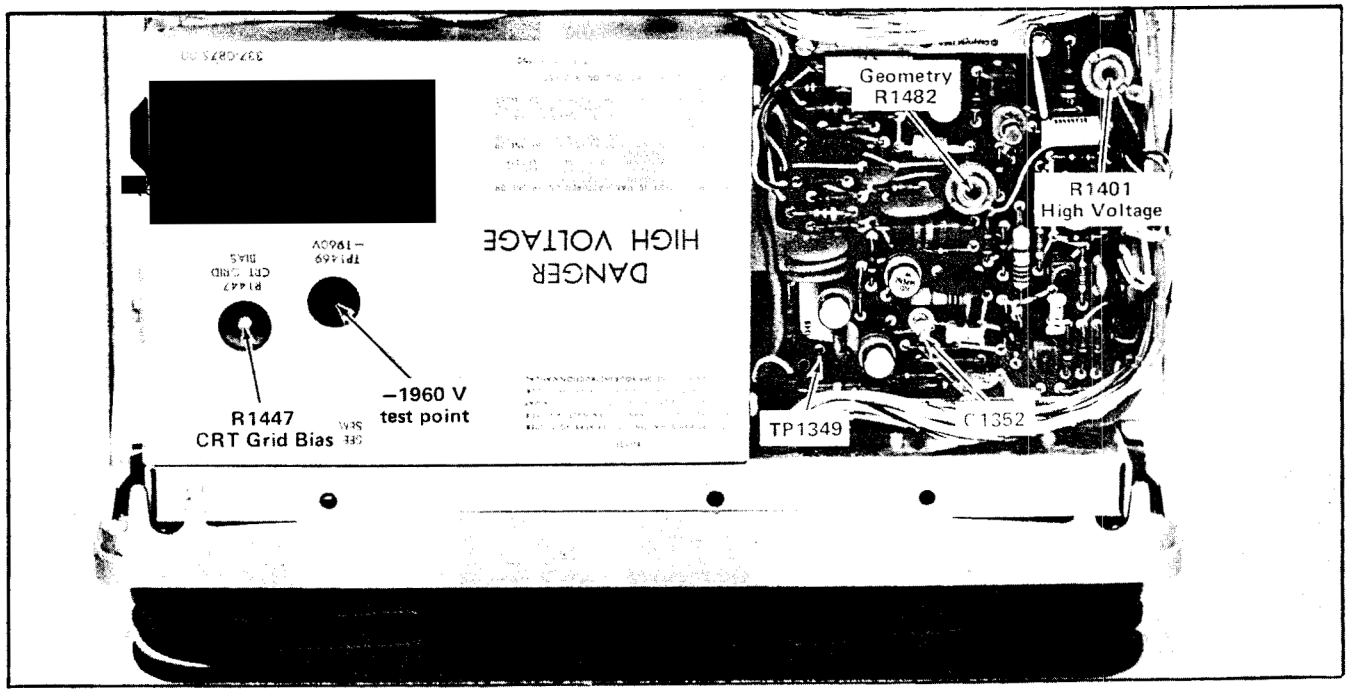

Fig. 5-5. Location of high-voltage and Z-AXIS adjustments and test-points.
a. Connect the precision DC voltmeter (use the precision 2 kV divider) between the −1960 V test point (see Fig. 5-5) and chassis ground.
c. ADJUST—High-Voltage adjustment R1401 (see Fig. 5-5) for a meter reading of −1960 volts (±19.6 volts).
a. Connect the precision DC voltmeter between TP1349 (Z Axis Amplifier board; see Fig. 5-5) and chassis ground.
d. ADJUST–CRT Grid Bias adjustment, R1447 (see Fig. 5-5), so the spot on the CRT just disappears (it may be necessary to turn the horizontal POSITION control clockwise to bring the spot onto the viewing area).
c. ADJUST—Geometery adjustment, R1482 (see Fig. 5-5 for minimum bowing of the trace at the left and right edges of the graticule.
b. Connect the 10X probe tip to TP1349 (see Fig. 5-5).
f. ADJUST—C1352 (see Fig. 5-5) for optimum square corner on the unblanking gate.